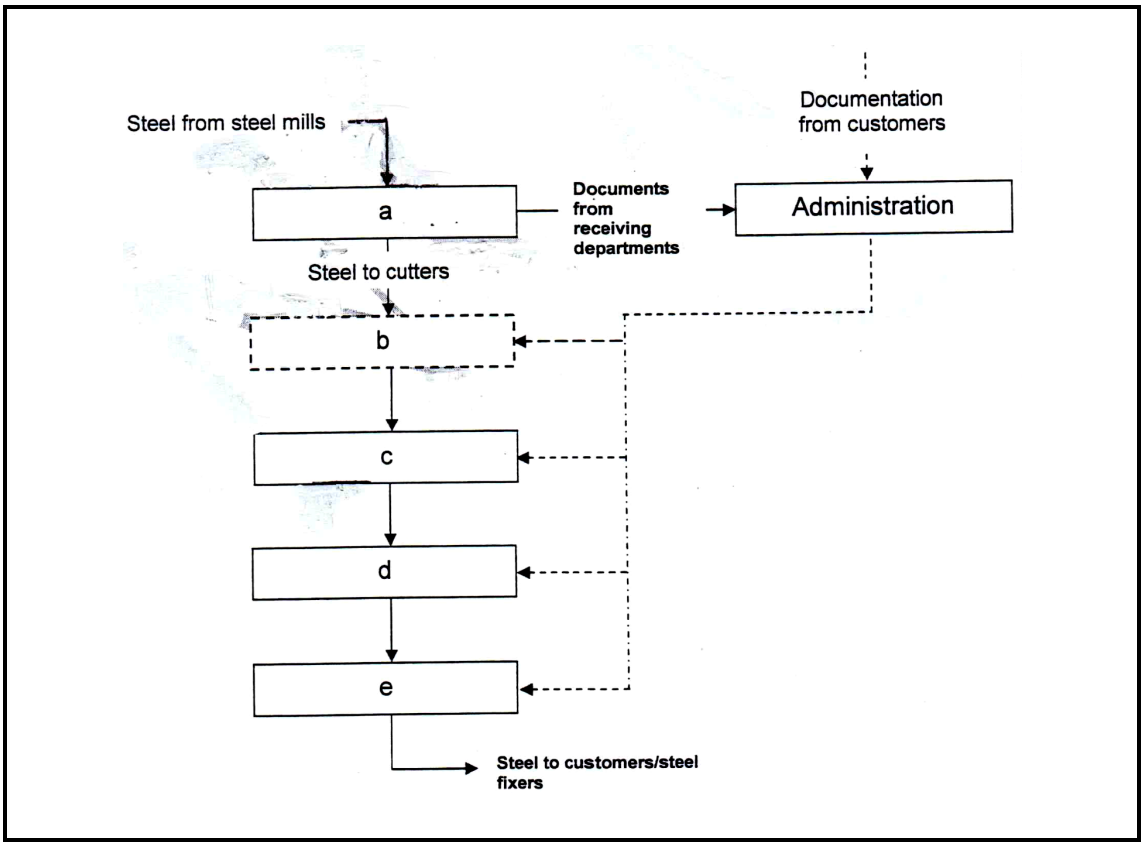

FIGURE 3
Complete the steel-yard process shown in FIGURE 3 by writing only the answer next to the letter (a–e) in the ANSWER BOOK. (5 × 1) (5)